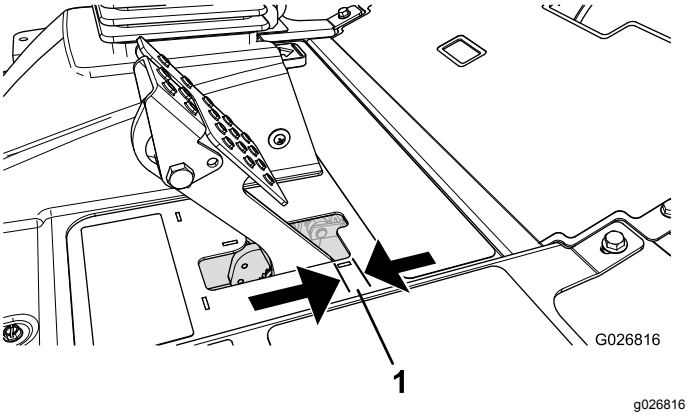

Figuur 65
Stel de remmen af als de rempedaal meer dan 25 mm speling heeft (Figuur 65), of als er meer remkracht nodig is. Met speling wordt de afstand bedoeld die het rempedaal wordt ingetrapt voordat er remweerstand wordt gevoeld.
2. Draai de achterste moer vast om de kabel naar achteren te halen totdat de rempedalen 0,63 tot 1,27 cm speling hebben (Figuur 65) voordat de wielen blokkeren.